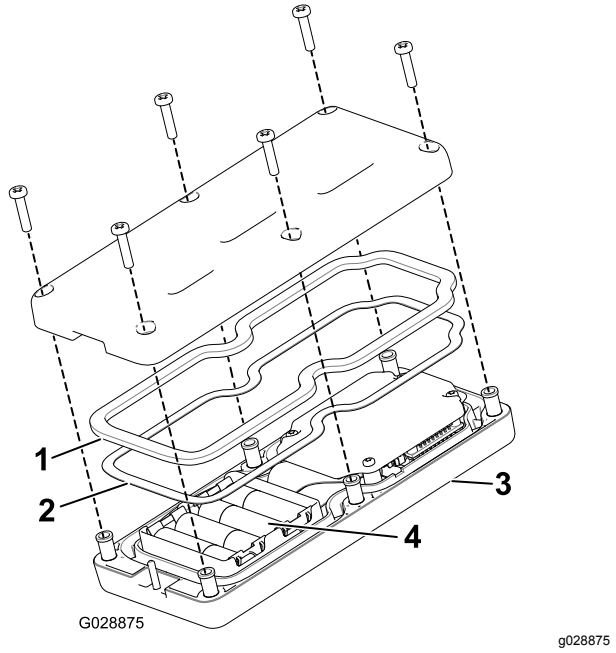

Figur 37
3. Ta bort de 6 skruvarna från baksidan av kontrollen och ta bort luckan (Figur 37).
5. Sätt i nya batterier i facket och tänk på polariteten. (Enheten skadas inte om batterierna sätts i fel, men den fungerar inte.) Det finns polaritetsmarkeringar i facket för varje terminal (Figur 37).
6. Om du oavsiktligt tar bort gummitätningen och stålpackningen ska du sätta tillbaka dem försiktigt i kanalen på handkontrollen (Figur 37).
7. Sätt tillbaka luckan och fäst den med de 6 skruvarna som togs bort tidigare (Figur 37) och dra åt dem till 1,5–1,7 N·m.